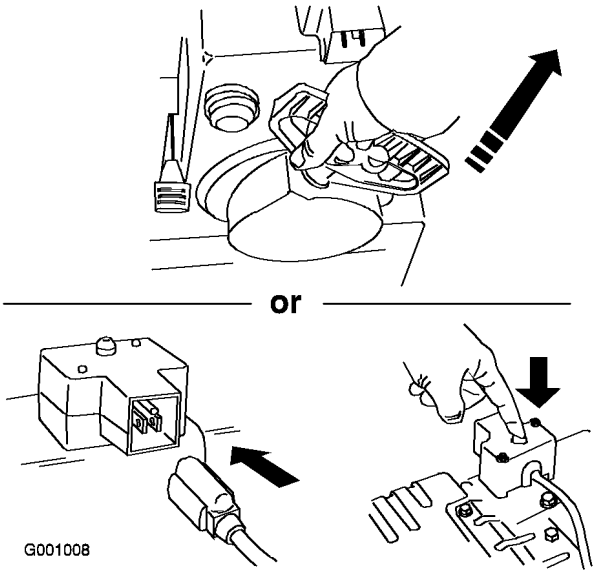

Figur 25
7. Start snøfreseren ved å bruke tilbakespolingsstarteren eller den elektriske starteren (Figur 25).